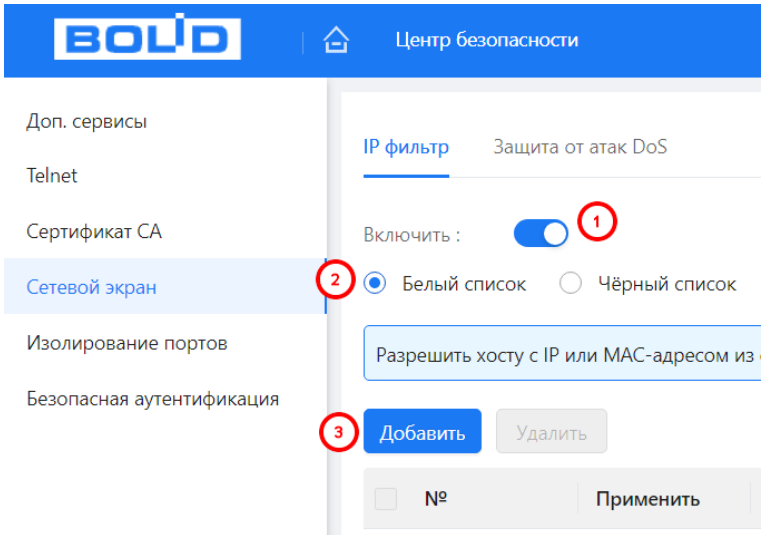

Рисунок 12.10 – Добавить
1. Включите функцию и выберите список доступа (Рисунок 12.10). Для данного устройства доступны следующие варианты:
2. Нажмите кнопку «Добавить», выберите из выпадающего списка способ добавления (Рисунок 12.10). Доступно: